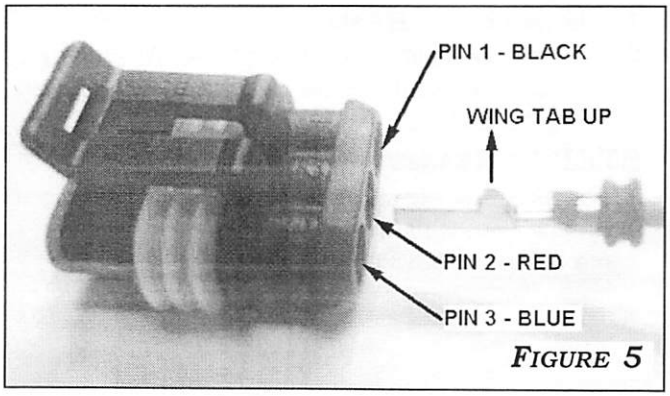

Figure 5
2. Insert the Terminals into the Blank Connector as shown in **Figures 5 & 7**: